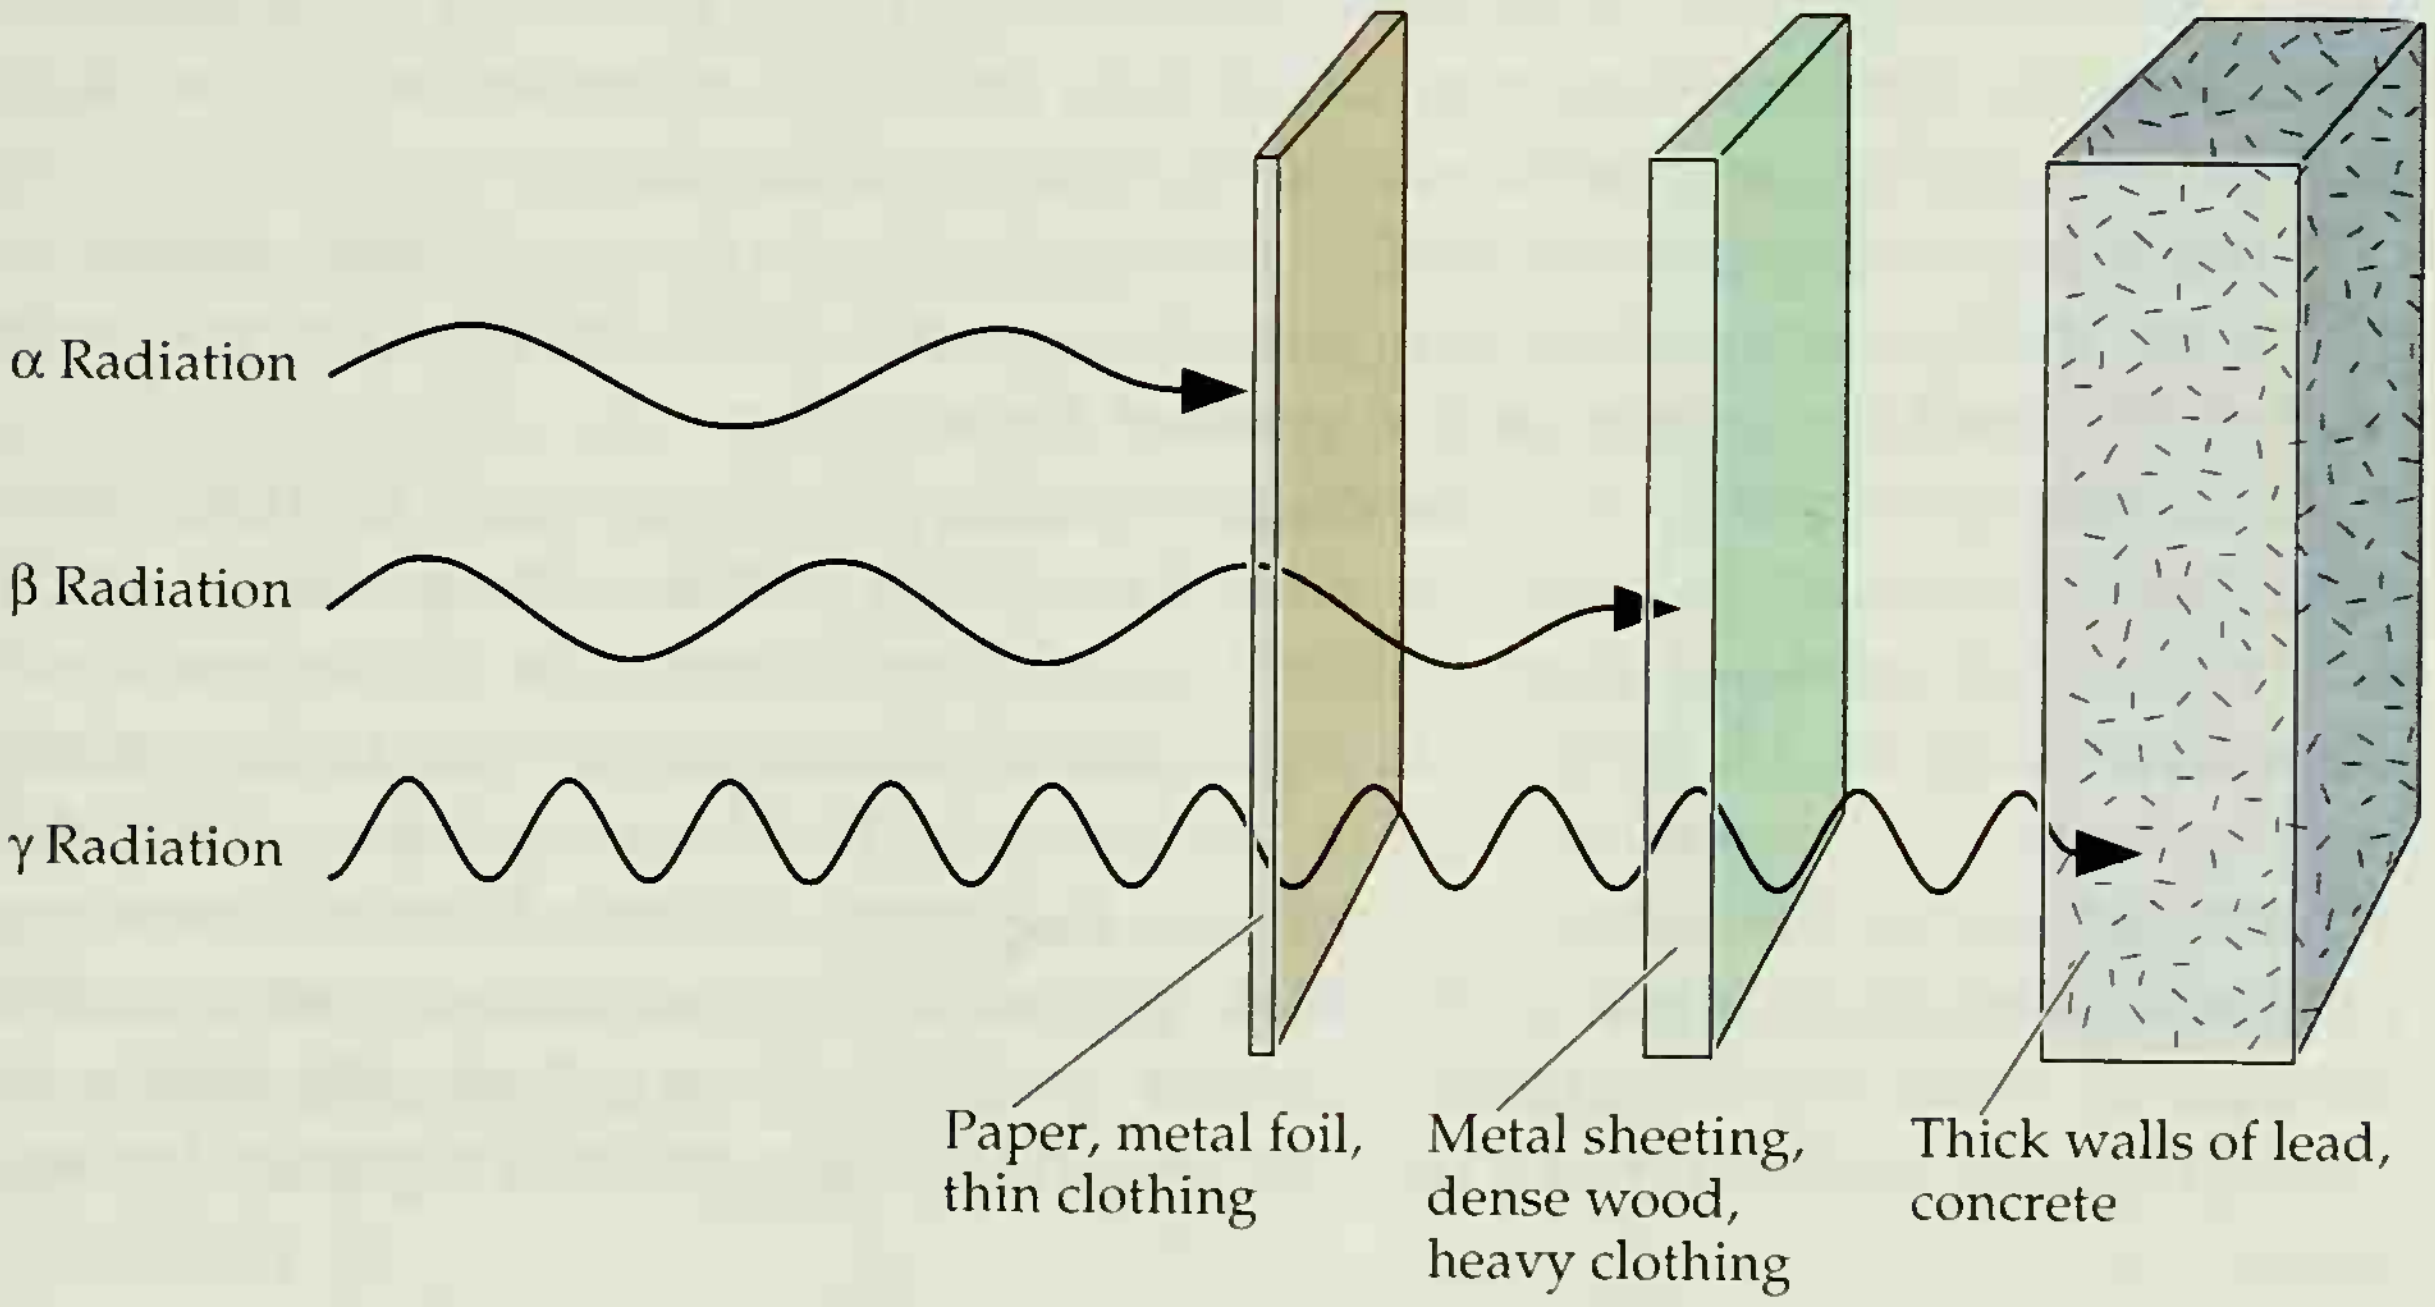

Figure 4.2
In 1899, three years after the discovery of radioactivity itself, the British physicist Ernest Rutherford showed that its rays consist of more than one form of radiation. He identified two kinds, which he differentiated by letters of the Greek alphabet: (1) the α-*rays* (*alpha rays*), easily stopped by paper, metal foil, or even a few centimeters of air (as well as by skin and lightweight clothing); and (2) the more penetrating β *rays* (*beta rays*). It takes a sheet of metal a few millimeters thick, a block of dense wood, or heavy clothing to stop β rays. A short time later a third component of the radiation was discovered, the γ *rays* (*gamma rays*). Even more deeply penetrating than either the α or β rays, γ rays pass through most substances with ease. Blocking them requires a shield made of many centimeters of lead or an even thicker wall of concrete (Fig. 4.2).